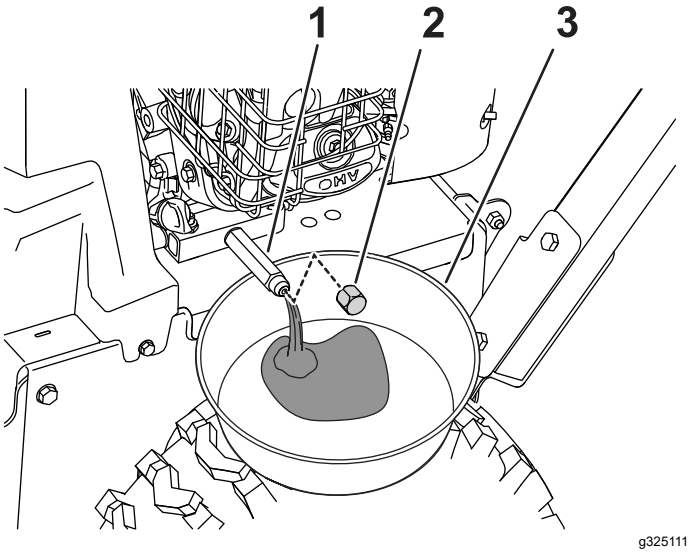

Figur 29
1. Plasser et tappefat under avløpskoblingen, og fjern oljetappingslokket (Figur 29).